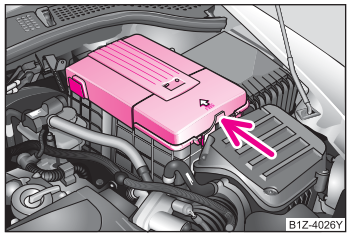

图 142 发动机舱：蓄电池
– 按压蓄电池盖板侧面上的卡子 ⇒ 图 142，即可打开蓄电池罩盖并将其取出。